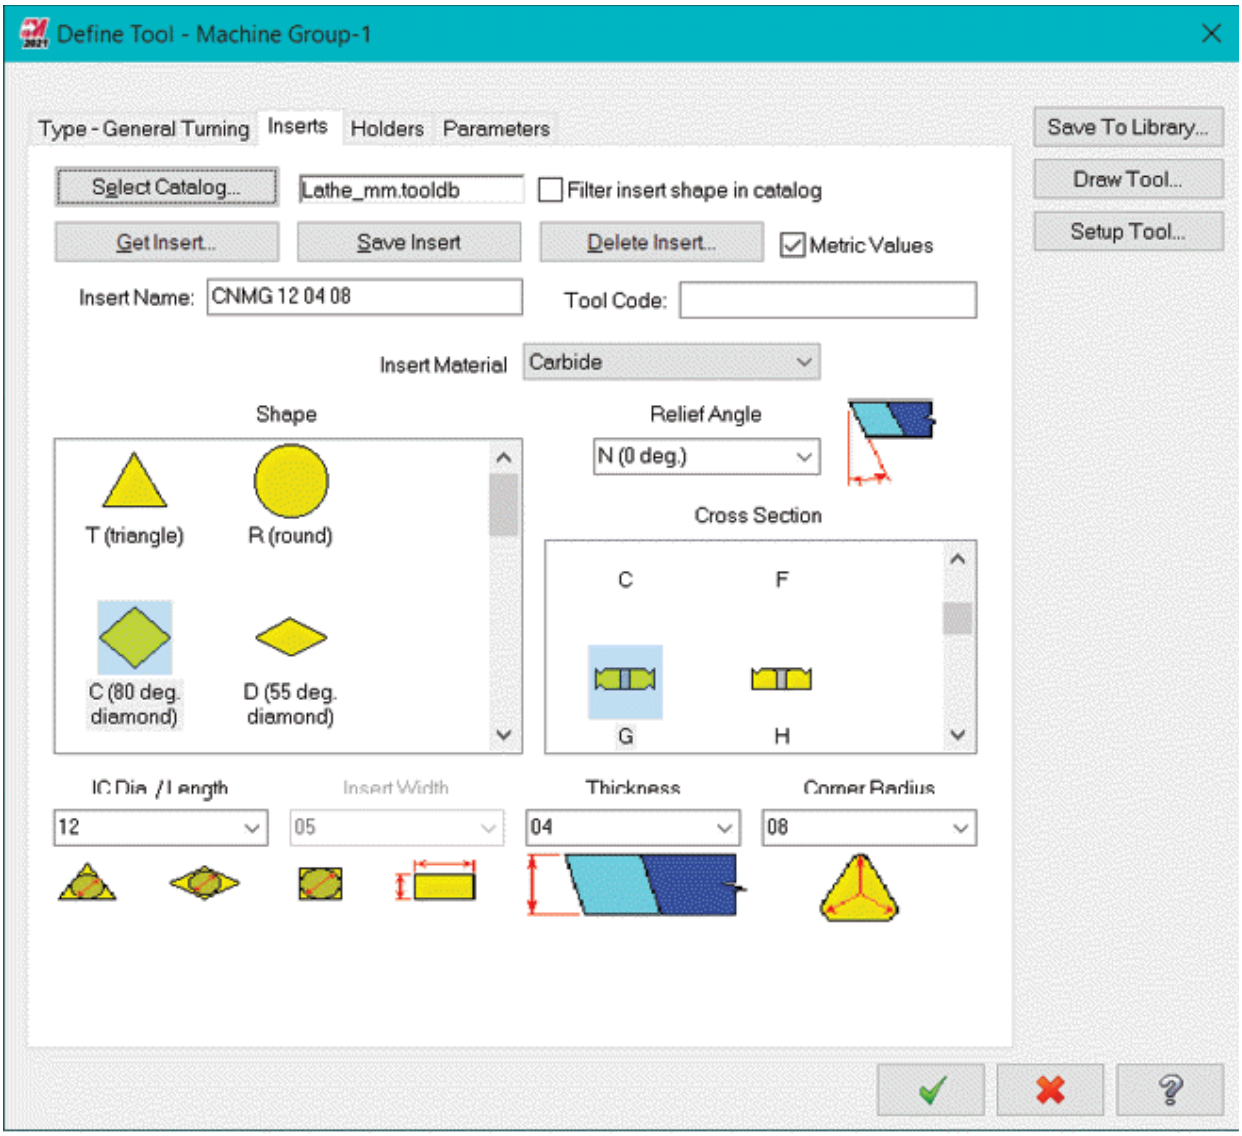

Figure-24. Define Tool dialog box
- Now, double-click on the tool that you want to edit from the top box. The **Define Tool** dialog box will be displayed; refer to Figure-24.